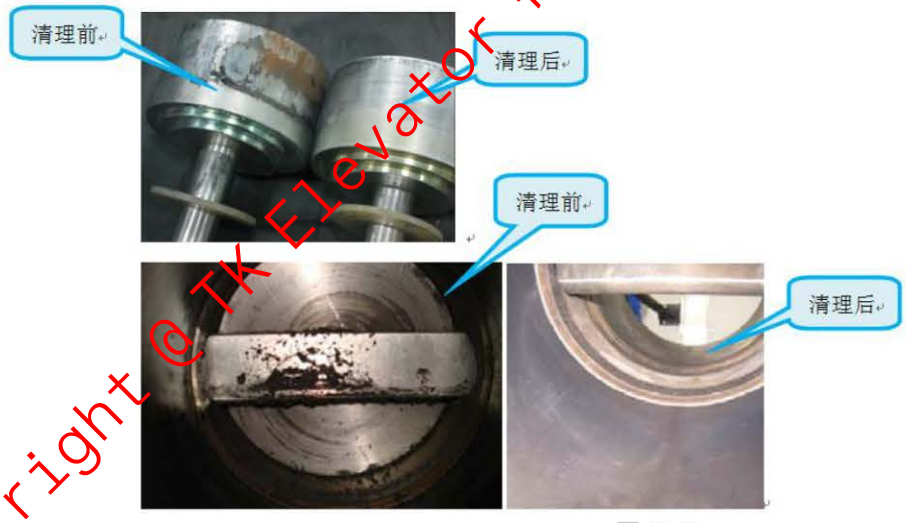

图 D-10
1) 用抹布清洁衔铁表面和壳体内部，再用干净的抹布擦一遍，见图 D-10;